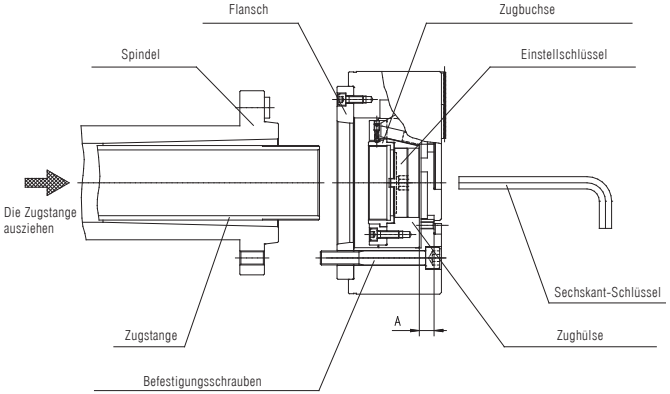
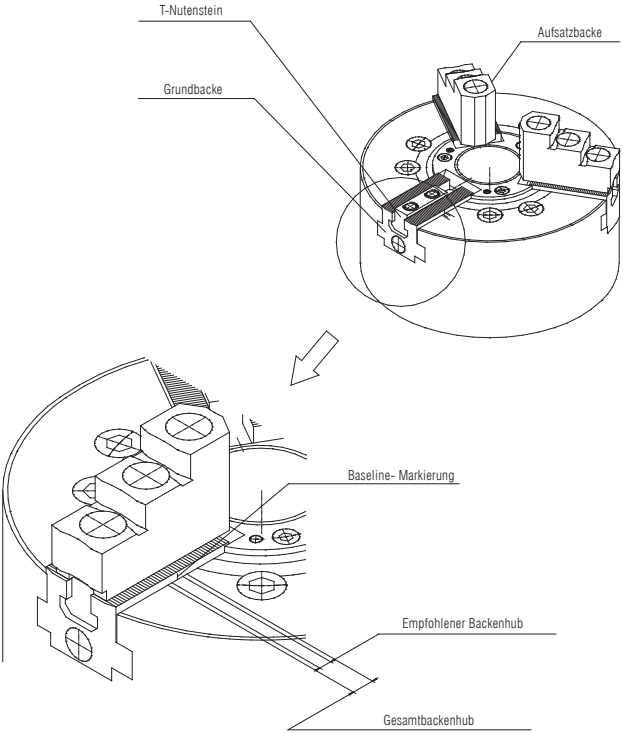

Abb. 14
Abb. 21
3. Das Futter mit der Zugstange verbinden. Die Aufsatzbacken und den Deckel entfernen, um das Einsetzen des Einstellschlüssels in die Durchgangsbohrung des Futters zu ermöglichen. Das Futter an der Zugstange durch das Einschrauben der Zugbuchse befestigen (Abb. 14). Wenn das Einschrauben der Zugbuchse in die Zugstange nicht möglich ist, ist das Gewinde zu überprüfen. Das Einschrauben mit Gewalt kann eine Deformation der Zugbuchse verursachen und die Genauigkeit des Futters vermindern.
5. Einstellung der Zugbuchse in die richtige Position. Die Position der Zugbuchse ist durch das Drehen der Zugbuchse mit Hilfe des Einstellschlüssels einzustellen. (siehe Abb.14). Wenn die Zugbuchse korrekt an der maximal ausgefahrenen Kolbenstange angebracht ist, sollte die Entfernung „A" von der Vorderfläche des Deckels (siehe Abb. 14) mit dem Wert in der Tab. 8 übereinstimmen. Darüber hinaus ist zu überprüfen, ob die Markierung auf der Grundbacke mit der Aussenmarkierung des Gesamthubs übereinstimmt (siehe Abb. 21). Da die Zugbuchse mit einer Kugelklinke ausgestattet ist (Systemblockierung), ist die Mutter so in Position zu bringen, dass eine richtige Ausführung gewährleistet ist.
ACHTUNG: Es wird empfohlen, das Werkstück mittig innerhalb der Grundbacken zu spannen. Um das richtige Spannen des Werkstücks sicherzustellen, mit ein Spannen am Ende des Spannbereiches vermieden werden, weil beim Entspannen des Werkstücks Schäden entstehen können. (siehe Abb. 21). Es ist zu überprüfen, ob die Markierung der Grundbacken-Baseline innerhalb des Gesamthubbereichs der Backen liegt.